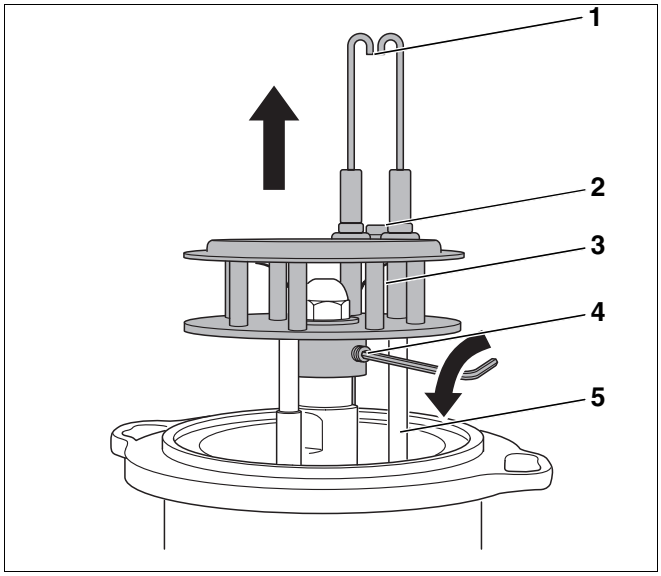
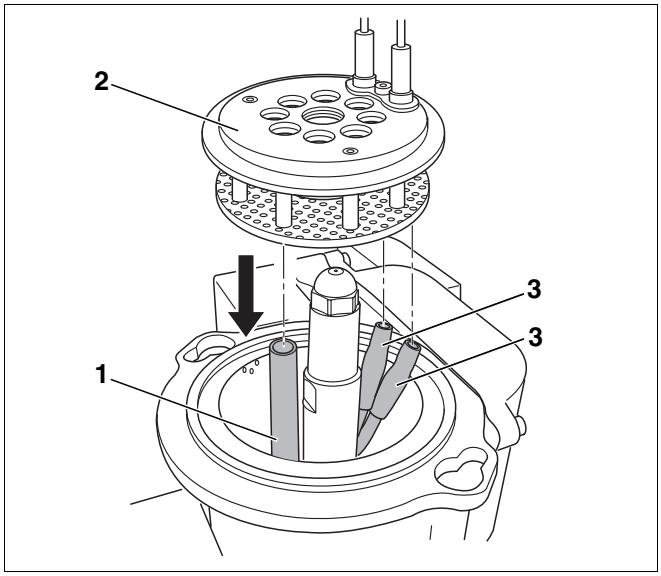

Rys. 59 Demontaż systemu mieszającego
Rys. 61 Montaż systemu mieszającego
Na elektrodach zapłonowych nie powinno być osadów (rys. 59, **poz. 1**).
- Odkręcić śrubę (rys. 59, **poz. 2**) znajdującą się pomiędzy elektrodami zapłonowymi.
- Wymontować elektrodę zapłonową (rys. 59, **poz. 1**).
- Zdjąć kable zapłonowe (rys. 59, **poz. 5**) z transformatora.
- Poluzować wkręt (rys. 59, **poz. 4**) w układzie mieszania (rys. 59, **poz. 3**). Układ mieszania nie może być przy tym obracany.
- Wyjąć do góry system mieszający (rys. 59, **poz. 3**).
- Odłączyć kable zapłonowe (rys. 59, **poz. 5**) od elektrod (rys. 59, **poz. 1**).
- Zamocować prawidłowo kable zapłonowe (rys. 61, **poz. 3**) na elektrodach.
- Ponownie zamontować układ mieszający (rys. 61, **poz. 2**) i zabezpieczyć poprzez wkręcenie do oporu wkrętu (rys. 59, **poz. 4**, strona 70) na podgrzewaczu wstępnym oleju.